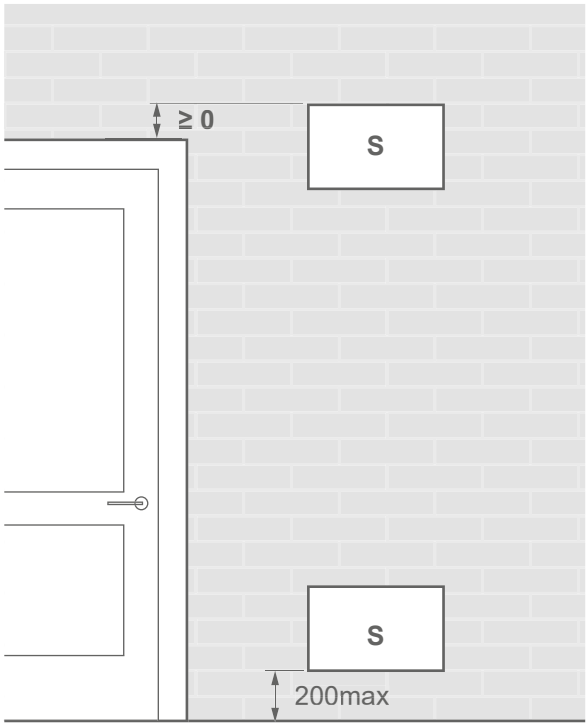

fig. 21 - Position of openings for ventilation
- The room is naturally ventilated with another room, where the total volume of the two rooms is greater than “fluid fill load” (in kg) / 0.3 kg/m^3. The two rooms are ventilated with openings of at least: view *fig. 22 and fig. 21*.